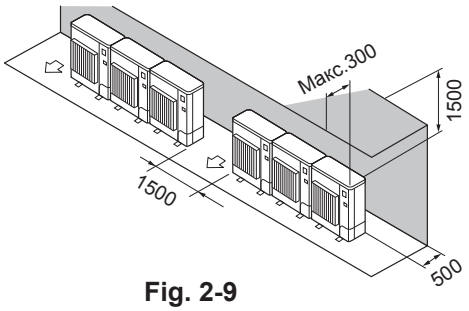

Fig. 2-9
② Окружающие предметы - только сзади и сверху (Fig. 2-9)